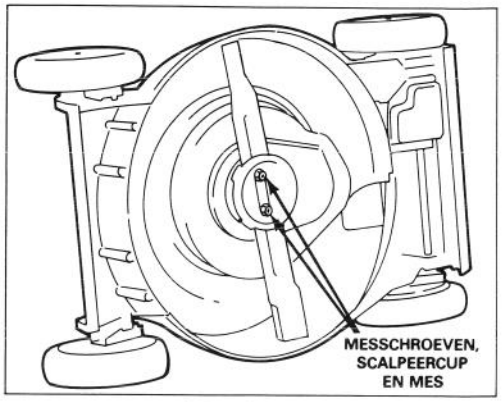

Afbeelding 20
3. Zet de maaier op de rechterzijde (Afb. 20).
5. VERWIJDERING VAN HET SNIJMES–Neem het uiteinde van het mes vast met een vod of een dik gevoerde handschoen. Verwijder de moeren, de afdekkop, het mes zelf, de afstandsring en de roterende schermplaat (Afb. 20 en 22).